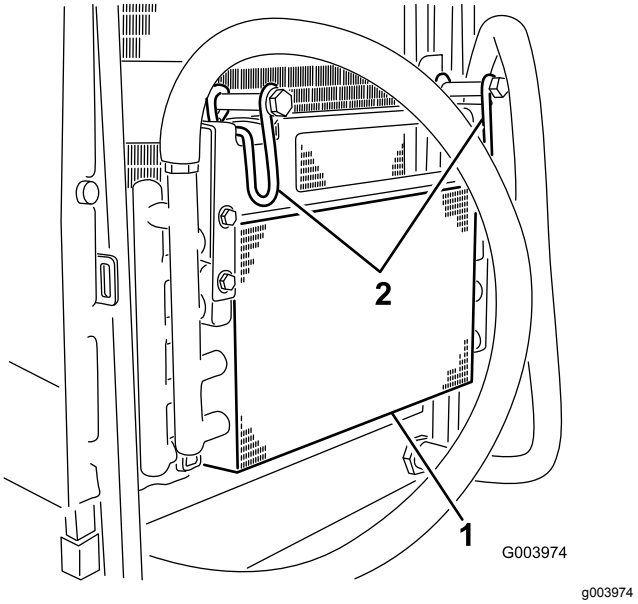

Figuur 60
5. Draai de vergrendelingen naar binnen om de oliekoeler los te maken (Figuur 60).